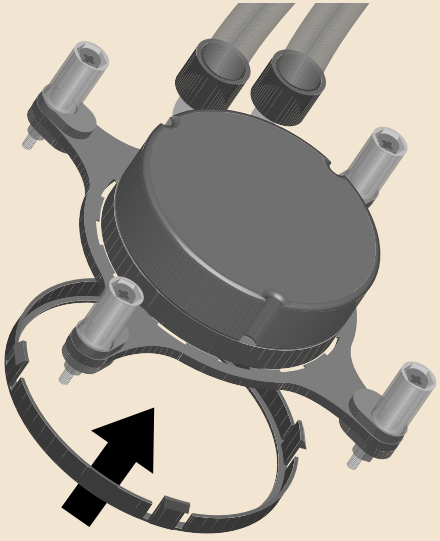

Figura 20.2: Instale o bloco do processador na armação.
5. Você deve agora instalar o bloco do processador na armação. Em alguns casos, é necessário instalar também um anel de fixação para prender o bloco à armação. Ver Figura 20.2.